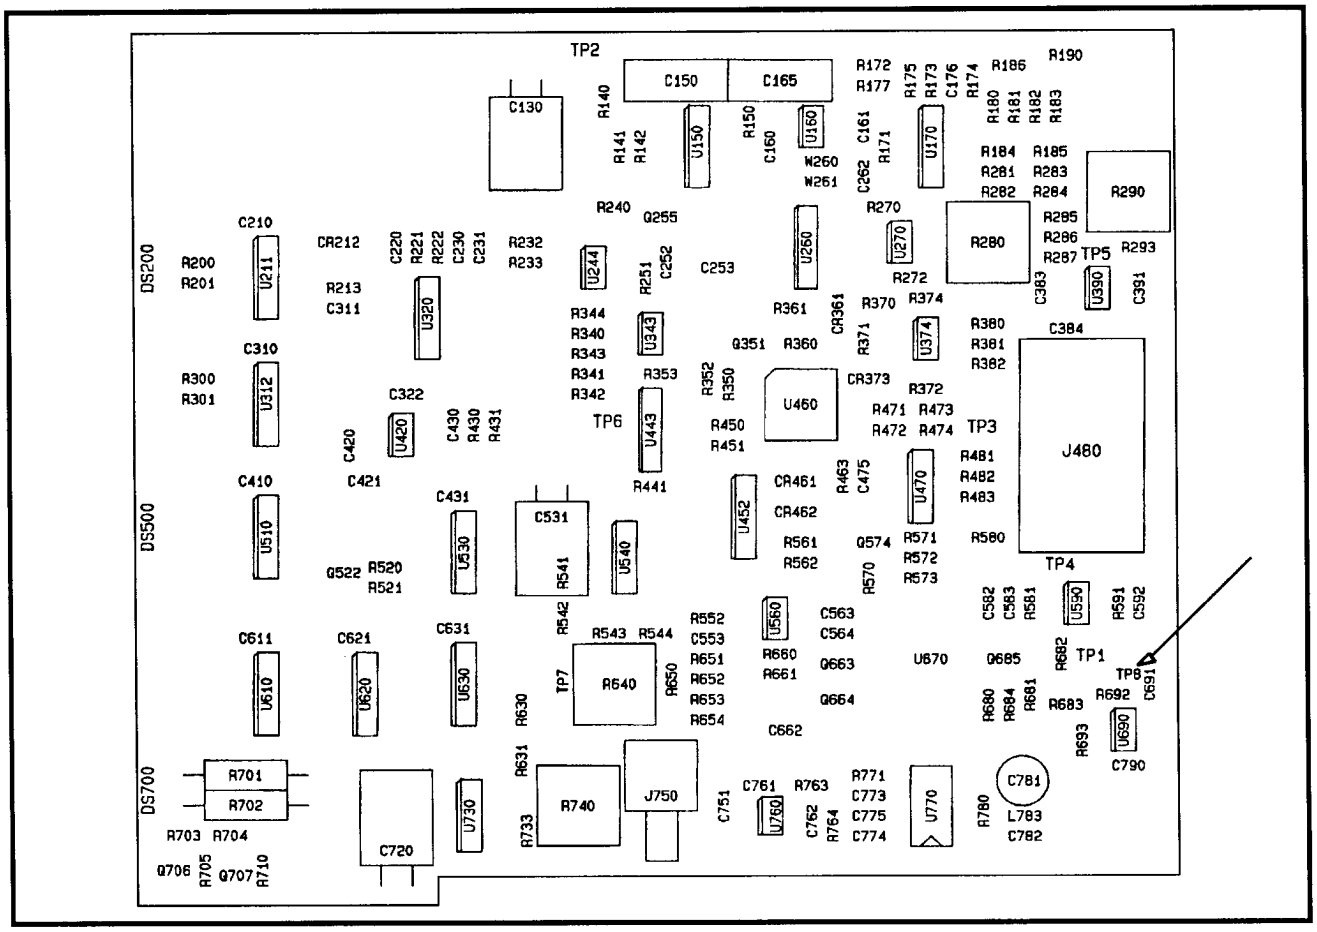
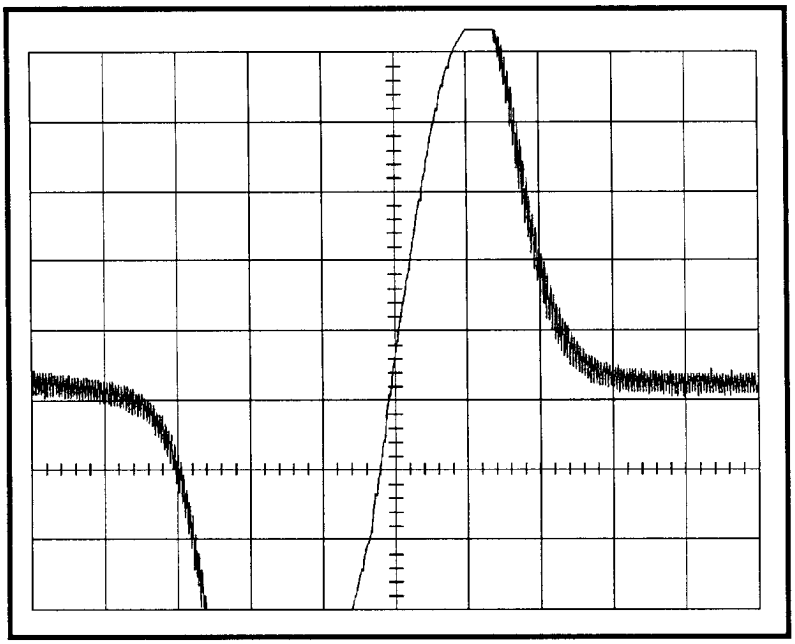

Figure 4-20. Location of TP8 on the Sweep board.
Figure 4-21. Typical FM adjustment waveform.
(1) Connect the detector test cable from J103 on the rear of the instrument to TP8 on the Sweep board. See Figure 4-20 for the location of TP8 (feed-through hole).
(3) Enable the Calibrator by pressing INPUT 9.
(4) Center the signal by pressing CTR MEAS/TRKG.
(5) Enable external video by pressing DSPL 7. This key stroke sequence also puts the instrument into zero span.
(6) Press ZERO SPAN to disable zero span.
(7) Disconnect the 110 MHz IF cable from J750 on the Sweep board.
(8) Adjust the R740 (FM Video Offset) on the Sweep board (Figure 4-20) to bring the horizontal line to center screen.
(9) Reconnect the 110 MHz IF cable to J750 on the Sweep board.
(10) Adjust C781 on the Sweep board (Figure 4-20) to bring the left edge of the waveform to the center vertical graticule line (±0.5 minor division). See Figure 4-21.
(11) Remove the detector test cable.
(12) Connect a FM video signal to the RF IN.
(13) Tune the spectrum analyzer to an FM visual carrier.
(14) Set FM (Satellite) video signal parameters by pressing DEMOD/TG 9 and selecting SATELLITE VIDEO DETECT MODE, NEGATIVE SYNC POLARITY, and POSITIVE VIDEO POLARITY. Press any menu button to exit the menu.
(15) Set the peak carrier level at the top graticule line.
(16) Enable the FM video mode by pressing DEMOD/TG 3, and set the LEVEL control for minimum flicker in the displayed picture.
(17) Adjust R740 on the Sweep board for best contrast in the picture.
(18) Initialize instrument settings by pressing UTIL 0. If user-defined power-up settings exist, the instrument will recall those settings. If no user-defined power-up settings exist, the instrument will recall factory default power-up settings.